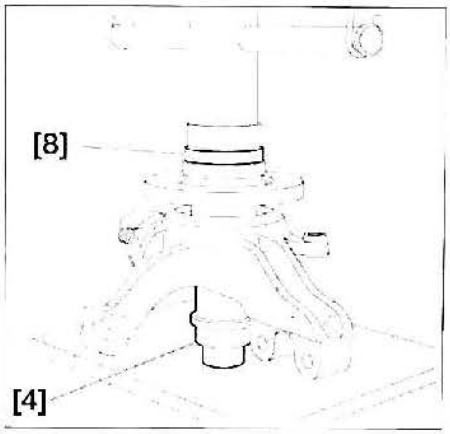

FIG. 26
• Colocar los útiles [4] y [8] (tapón de montaje ref. 0621.P) (fig. 26).